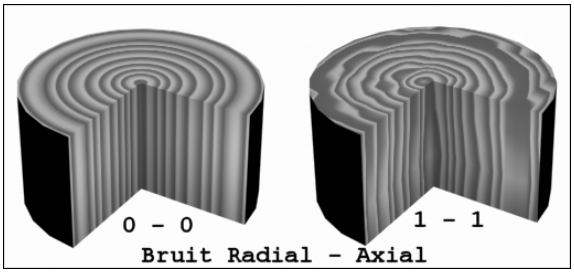

Fig.9.57
- **Bruit axial** : définit le caractère aléatoire relatif du motif sur un plan parallèle au grain, sur toute la longueur du grain. Par défaut, la valeur est 1.0. Les paramètres de Bruit permettent de définir le caractère aléatoire, c'est-à-dire l'« irrégularité », du grain dans deux directions. En l'absence de bruit, les sillons du bois sont uniformes et inorganiques. En attribuant aux deux paramètres leur valeur par défaut, vous obtenez des irrégularités modérées (fig.9.57).